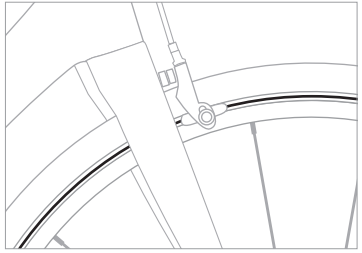

Figure 2.1 Indicateur d'usure de jante en aluminium.
• Une rainure de faible profondeur sur l'ensemble de la circonférence de la jante (Figure 2.1). Quand la rainure s'efface à n'importe quel endroit de la jante, remplacez la jante.